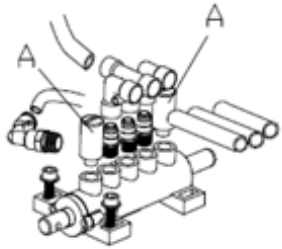

Fig. 13
2. Afloje los silenciadores de las válvulas (A) que corresponden al Pedal de apertura y cierre de las garras y al Pedal Destalonador. (Fig. 13)
3. Limpie los silenciadores con aire comprimido. Si están dañados, sustitúyalos consultando la lista de repuestos. (Fig. 13)